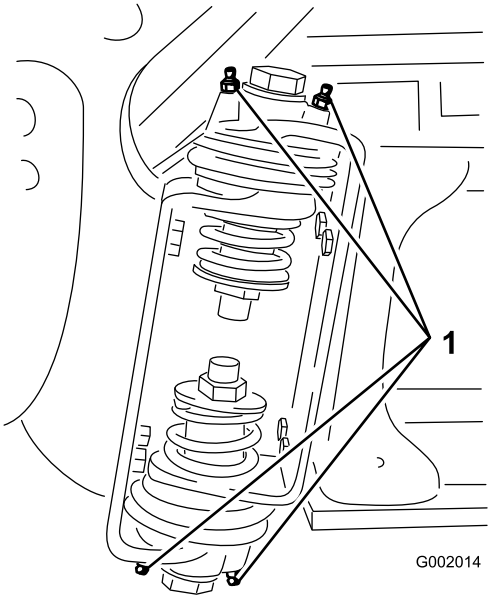

Figur 33
2. Pump smørefett inn i lageret eller hylsen ved hver nippel Figur 33.